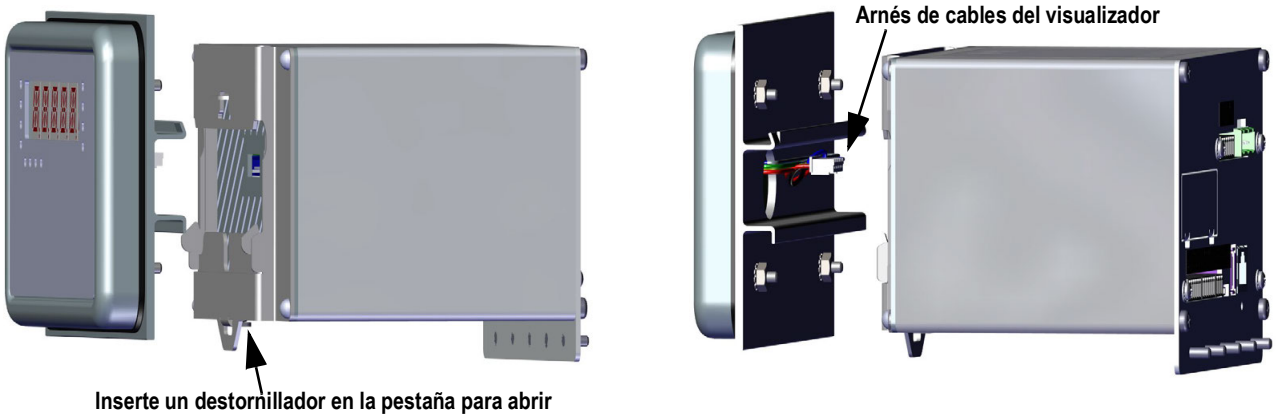

*Figura 2-4. Instalación del conjunto del controlador*
6. Enganche el conjunto del controlador al conjunto de riel DIN superior como se muestra en la Figura 2-4.